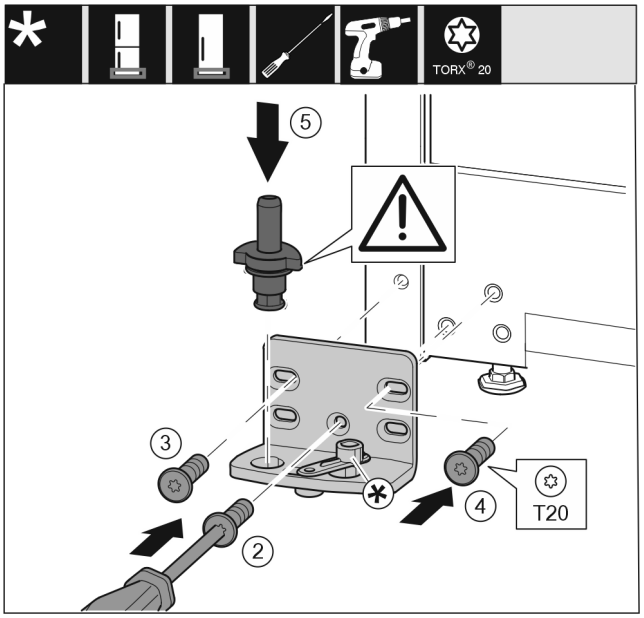

*Fig. 22* *
- ▶ Lagerbok aan de andere zijde plaatsen en met behulp van een schroevendraaier er in schroeven. Met schroef *Fig. 22 (2)* onder in het midden beginnen.*
- ▶ Schroef *Fig. 22 (3)* en schroef *Fig. 22 (4)* vastschroeven.*
- ▶ Lagerbouten *Fig. 22 (5)* volledig insteken. Let hierbij op dat het vergrendelingslipje naar achteren wijst.*